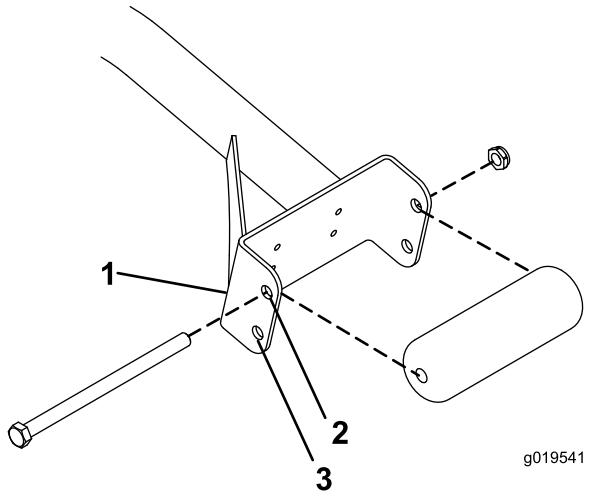

Figura 3
- Se utilizzate apparati di taglio da 68 cm, montate i rulli nei fori di montaggio superiori dei profilati del gruppo di supporto (Figura 3).
- Se utilizzate apparati di taglio da 81 cm, montate i rulli nei fori di montaggio inferiori dei profilati del gruppo di supporto (Figura 3).